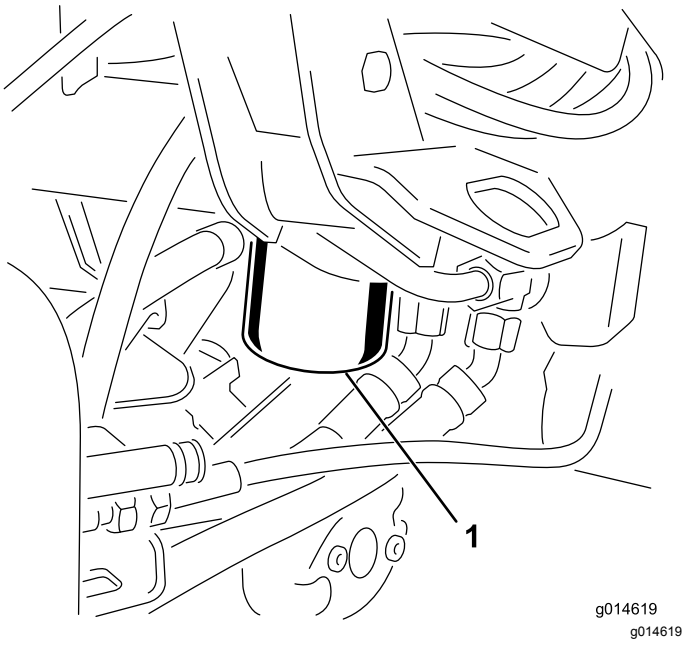

Rysunek 58
1. Wyczyścić obszar wokół mocowania filtra (Rysunek 58). Umieścić miskę pod filtrem i usunąć filtr.